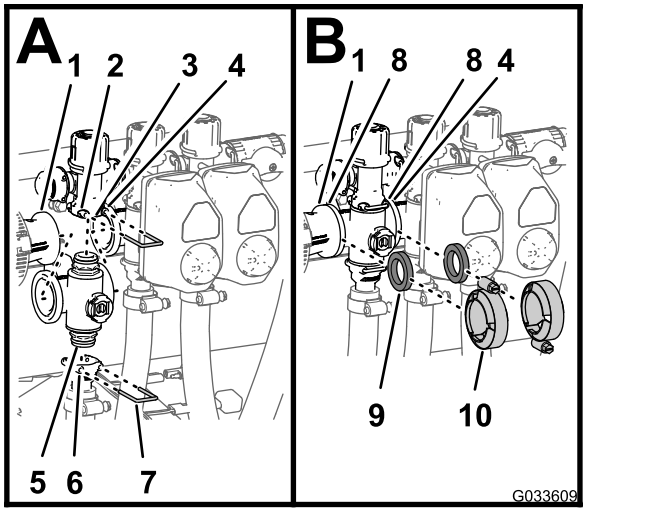

Figur 131
1. Montera det övre fästet på grenrörsventilens ändkåpa på överströmningskopplingen (A i Figur 131).
2. Fäst ändkåpans fäste på överströmningskopplingen genom att föra in en hållare i sockeln på överströmningskopplingen (A i Figur 131).
3. Montera utloppskopplingen på det nedre fästet på grenrörsventilens ändkåpa (A i Figur 131).
4. Fäst ändkåpans fäste på utloppskopplingen genom att föra in en hållare i sockeln på utloppskopplingen (A i Figur 131).
5. Rikta in en packning mellan flänsen på reducerkopplingen och flänsen på sektionsventilens grenrör (B i Figur 131).
6. Montera reducerkopplingen, packningen och sektionsventilens grenrör med en klämma och dra åt för hand (B i Figur 131).
7. Om du monterar de två sektionsventilerna längst till vänster riktar du in en packning mellan flänsarna på de två intilliggande sektionsventilernas grenrör (B i Figur 131).
8. Montera de två intilliggande sektionsventilernas grenrör och packningen med en klämma och dra åt för hand (B i Figur 131).